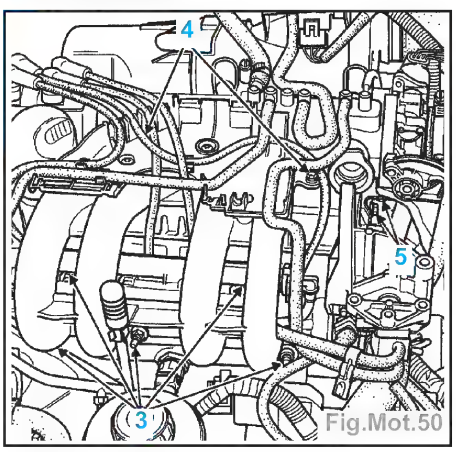

Fig.Mot.50
- les vis de fixation (5) de la patte de rigidification du boîtier papillon sur la culasse (Fig.Mot.50),
- les écrous (3) de fixation du collecteur sur la culasse,
- les vis (4) de fixation du collecteur sur le cache culbuteur,